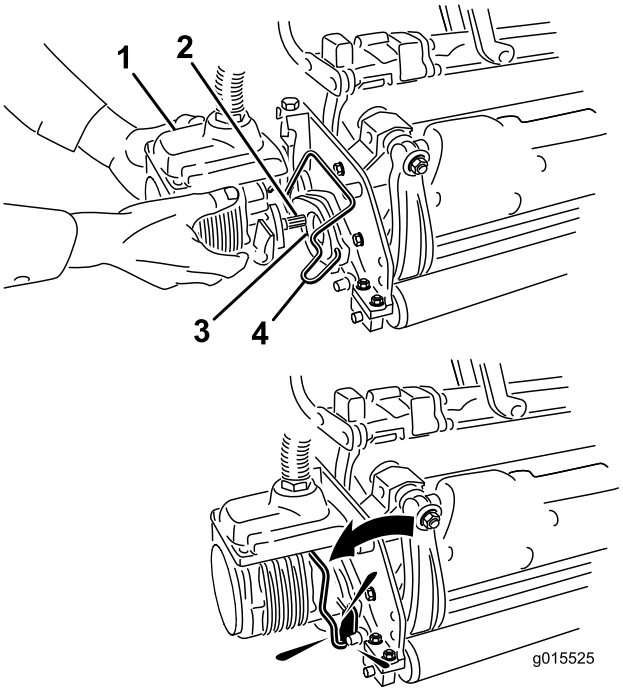

Figur 34
6. Dekk kileakselen i klippeenhetsmotoren med rent smørefett (Figur 34).
7. Sett motoren inn på klippeenhetens venstre side (fra brukerens synspunkt), og dra motorholdebøylen på klippeenheten mot motoren til du hører et "klikk" på begge sider av den (Figur 34).